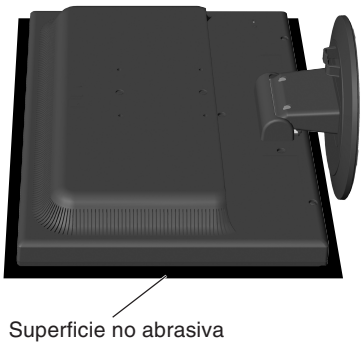

Figura R.1
2. Coloque el monitor boca abajo en una superficie no abrasiva (**figura R.1**).
1. Coloque el monitor boca abajo en una superficie no abrasiva (**figura R.1**).